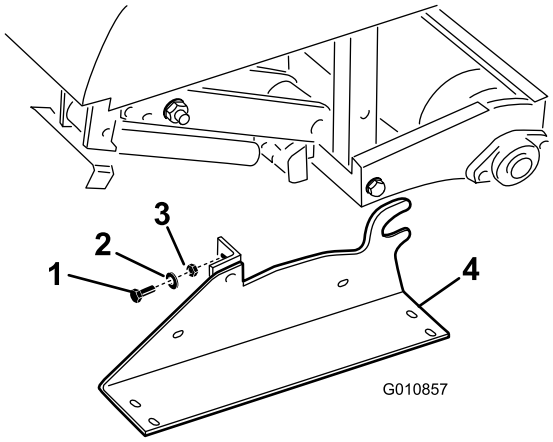

**Rysunek 32**
2. Odkręć śruby, zdejmij podkładki sprężyste i nakrętki mocujące podpory magazynowe do każdej ze stron aeratora (Rysunek 32).